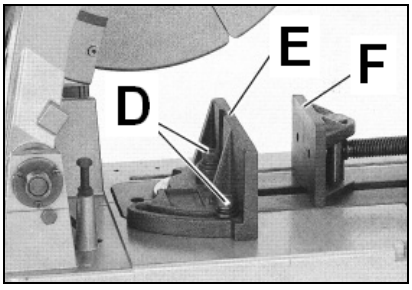

Fig 4
Loose the screws (D, Fig 4) and lock the adjustable vice jaw (E) in the desired mitre position.